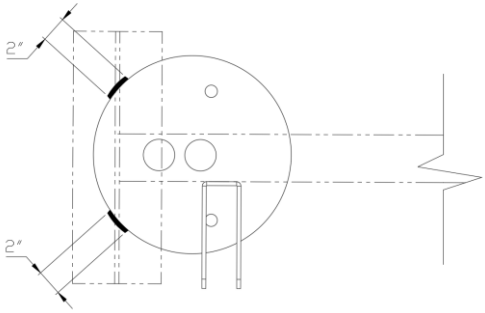

Figura 11. Cordones de soldadura soporte superior de bolsa
3. Completar la soldadura de acuerdo a la figura 11: